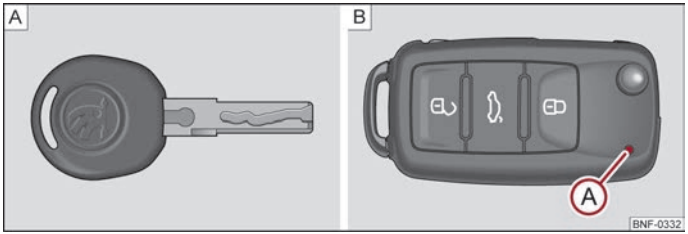
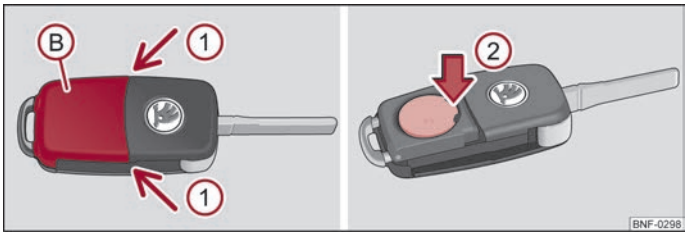

Fig. 7 Key without remote control/key with remote control (remote control key)
Fig. 8 Remote control key - remove cover/remove battery
Two keys are provided with the vehicle. Depending on the equipment, your vehicle can be equipped with keys without radio remote control ⇒ Fig. 7 - A or with radio remote control ⇒ Fig. 7 - B.
Each remote control key contains a battery which is housed under the cover (B) ⇒ Fig. 8. If the battery is discharged, the red warning light (A) does not flash after you press a button on the remote control key ⇒ Fig. 7. We recommend that you have the batteries of the key replaced by an authorised ŠKODA Service Partner. You should, however, proceed as follows if you wish to replace the discharged battery yourself:
– Press off the battery cover with your thumb or using a flat screwdriver in the region of the arrows (1).
– Remove the discharged battery from the key by pressing the battery downwards in the region of the arrow (2) ⇒ Fig. 8.